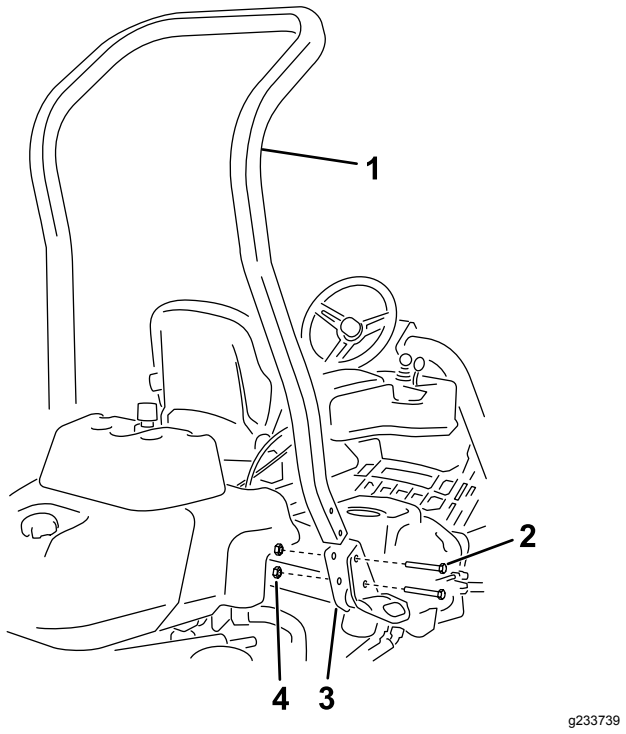

Figur 3
3. Montera störtbågen i vältskyddets fäste på båda sidorna av maskinen med hjälp av fyra bultar (½ x 3¾ tum) och fyra flänsmuttrar (½ tum). Se (Figur 3).